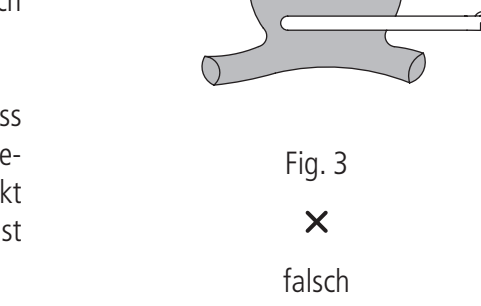

Fig. 3 × falsch
- **Applizieren des Clips an der Spitze des Maulteils (siehe Fig. 3)**